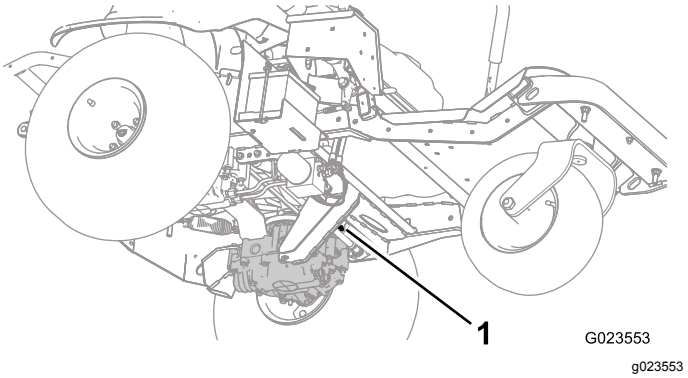
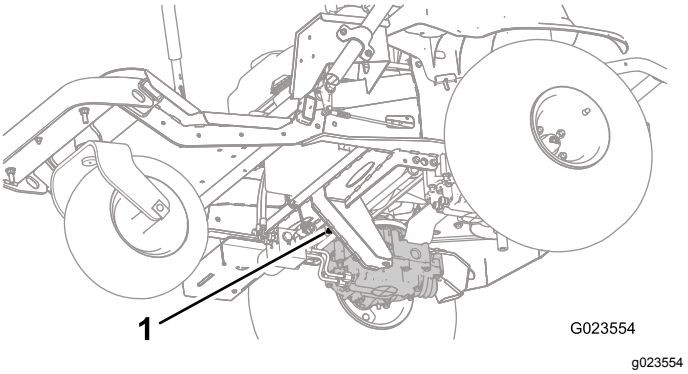
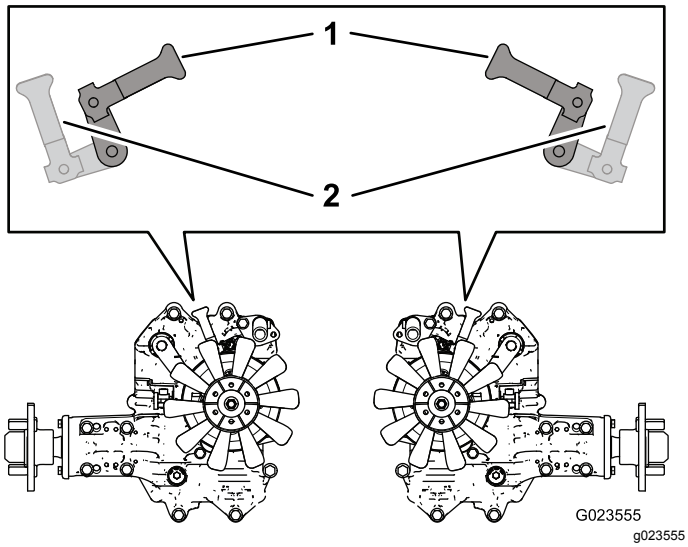

**Figur 27**
**Figur 28**
**Figur 29**
2. Drej omløbsventilhåndtagene (Figur 27 og Figur 28) under maskinen, så de peger indad mod midten af maskinen (Figur 29), og deaktiver parkeringsbremsen. Se Betjening af parkeringsbremsen (side 23).
3. Når du er færdig med at skubbe eller bugsere maskinen, skal du dreje omløbsventilhåndtagene, så de peger mod maskinens forende, for at maskinen kan køre (Figur 29).